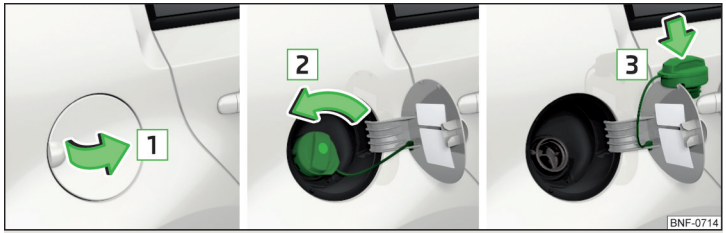

Fig. 133 **Opening the fuel filler flap / unscrewing the tank cap / placing the tank cap on the fuel filler flap**
- Open out the fuel filler flap in the direction of arrow 1 » Fig. 133.